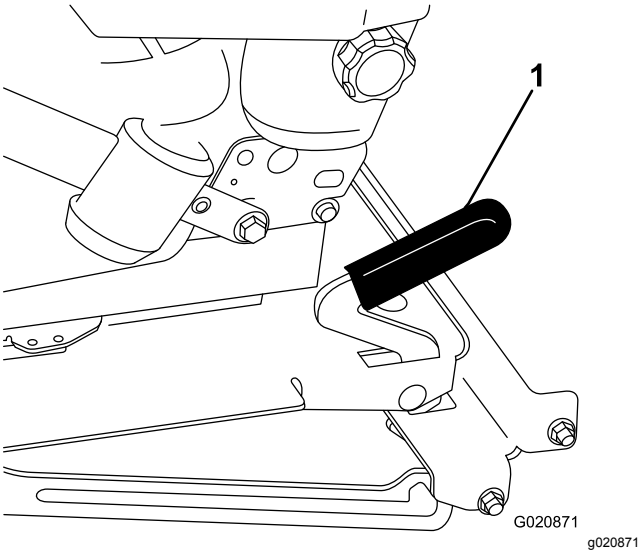

図 16
2. ラッチを前方に引いて持ち上げるとラッチが外れる図 16。